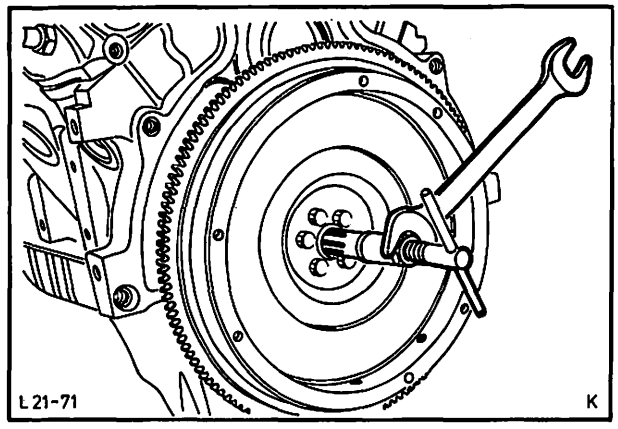

Abb. 97 Nadellager-Kurbelwelle mit Spezialwerkzeug 21-037-A ausbauen
27. Nadelager-Kurbelwelle mit Spezialwerkzeug 21-037-A aus der Kurbelwelle ziehen, Abb. 97.